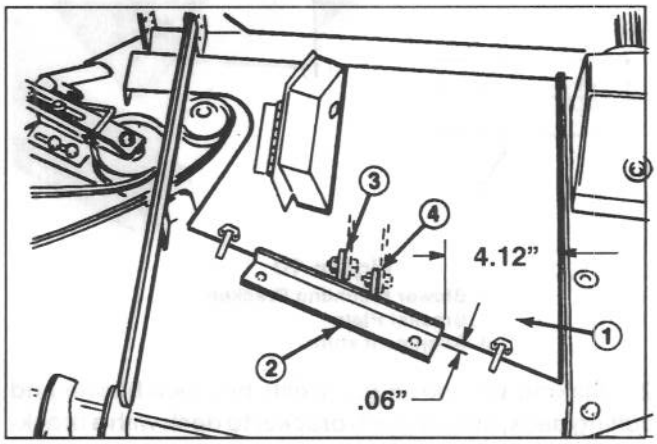

Figure 17
6. Using dimensions shown in figure 17, locate mounting position for spring bracket on cutting deck. Bracket to be parallel and positioned 1/16" from front edge of belt cover.
7. Using spring bracket as a template, mark and drill (2) 9/32" dia. holes in cutting deck.
8. Secure spring bracket to deck with (2) 1/4–20 x 3/4" lg. capscrews and locknuts.